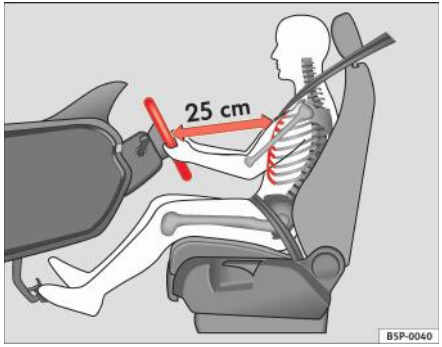

Fig. 1 Distanța corectă între şofer şi volan
– Reglați volanul astfel încât să existe o distanță de minim 25 cm între volan şi centrul pieptului dumneavoastră ⇒ fig. 1.
- **Reglați scaunul șoferului astfel încât să existe o distanță de minim 25 cm între centrul pieptului și centrul volanului ⇒ pagina 10, fig. 1. Dacă distanța este mai mică de 25 cm, sistemul de airbaguri nu vă va putea proteja corespunzător.**